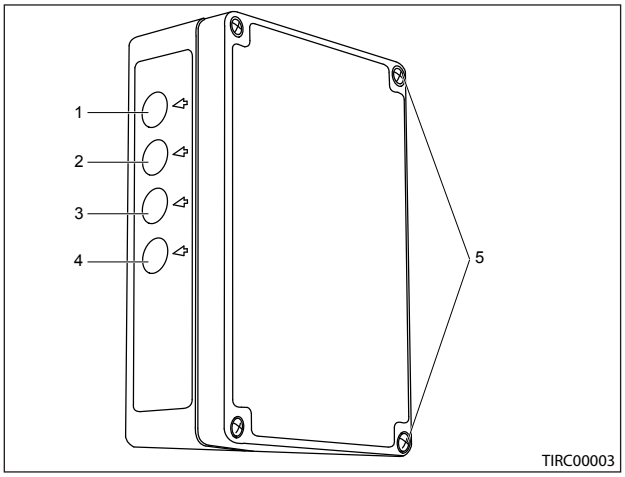

Figure 7.34 - Tipping/Vibrating Grid Receiver Box
3. To raise the grid manually press and hold button (Item 3), Reference: Figure 7.34. Once the grid has achieved the required height release the button.
4. To lower the grid manually press and hold button (Item 4), Reference: Figure 7.34. Once the grid is completely down release the button.